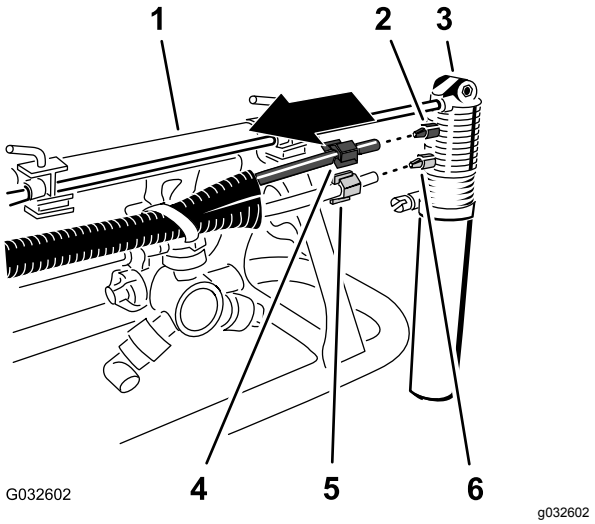

Figur 26
2. Ved skummarkørdysen, løsne kompresjonsmutteren som fester det blå røret (vann) til den blå kompresjonskoblingen på skummarkørdysen (Figur 26).
3. Løsne kompresjonsmutteren som fester det gjennomsiktige røret (luft) til den hvite kompresjonskoblingen på skummarkørdysen (Figur 26).
5. Fjern kompresjonsmutterne ved endene av rørene (Figur 26).